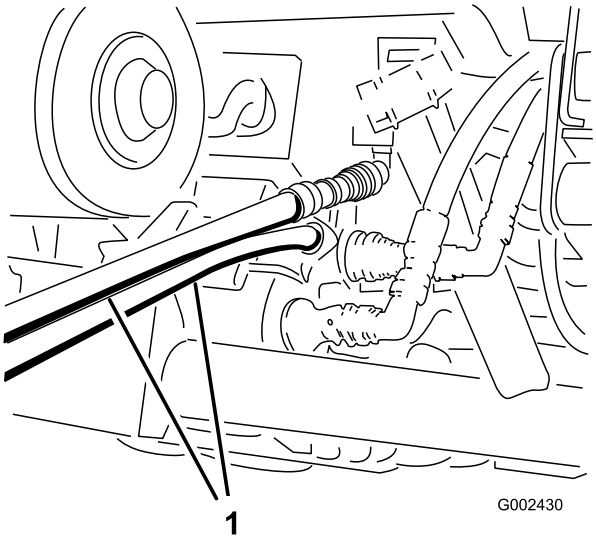

Figur 73
4. På det andet køretøj: Forbind de to slanger med koblingen, der stadig sidder i koblingsholderen (forbind topslangen med topkoblingen og bundslangen med bundkoblingen) (Figur 73). Tildæk alle ubrugte fittings.